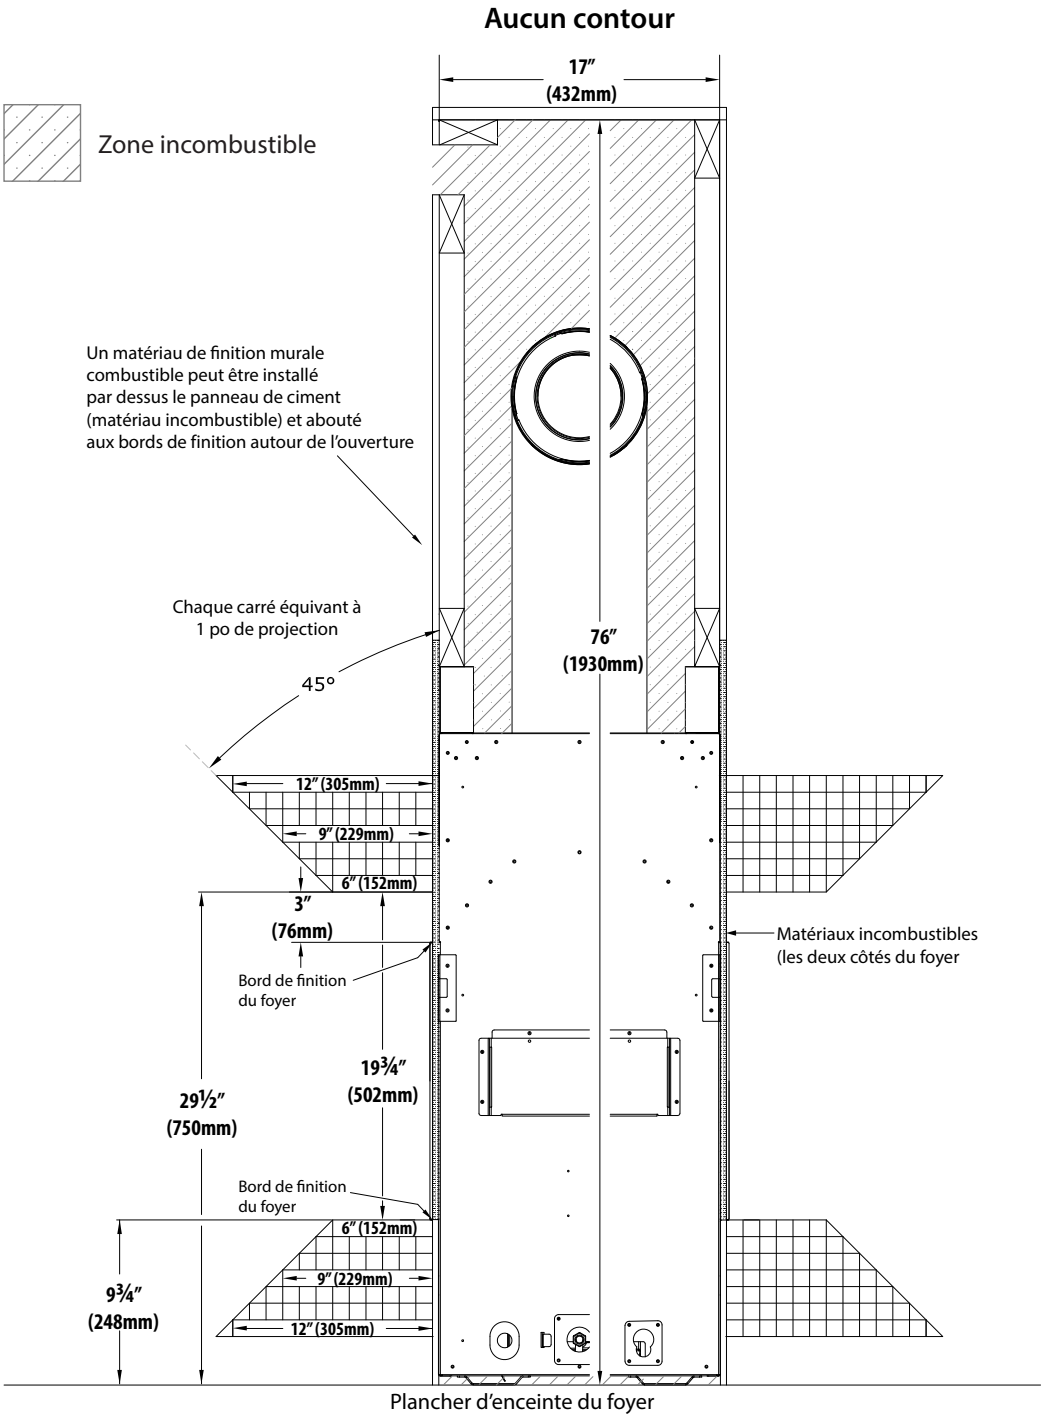

Figure 4.11, Dégagements de l'âtre et du manteau pour une installation sans contour
- **Projections de manteau et l'âtre combustible** - Voir la Figure 4.11 à la page 44 pour les dégagements de façade et de finition. ***Si vous installez un contour optionnel,*** voir la Section 4.4 Directives de finition pour les contours optionnels (page 42).